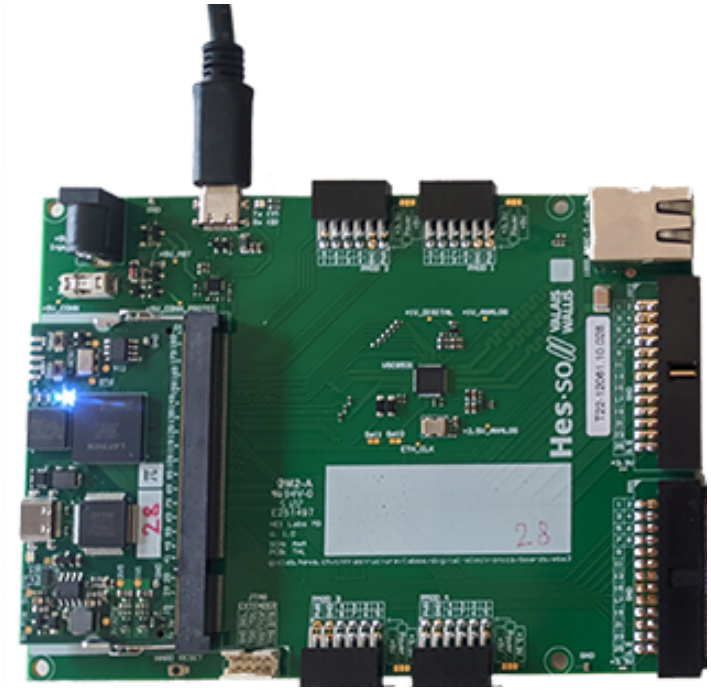

FIGURE 8 – Carte électronique FPGA EBS3 [2]
- Une carte de développement FPGA, voir figure 8.